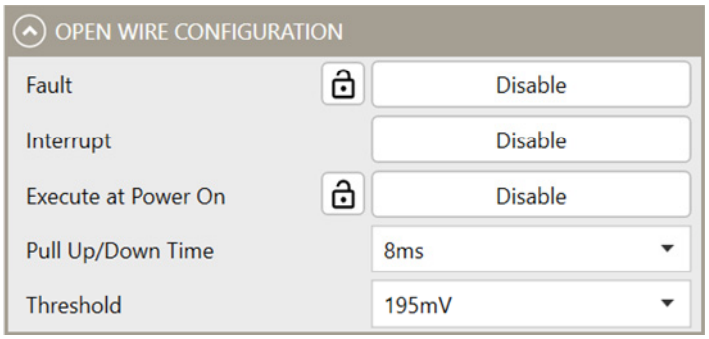

Figure 17: Open-Wire Configurations
12. Configure the open-wire parameters (see Figure 17).